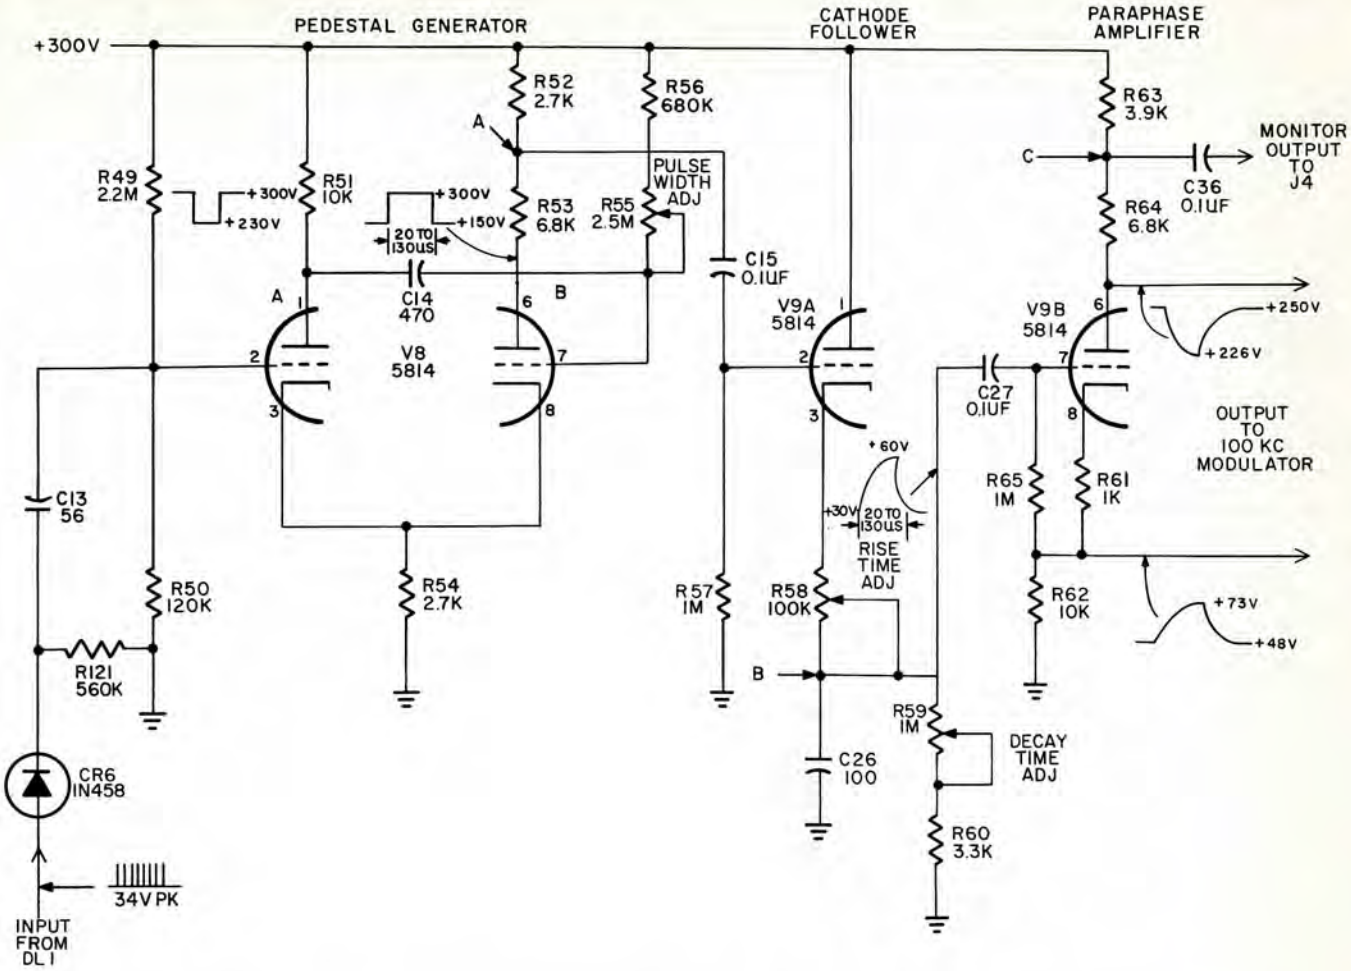

Figure 4-7. Pulse Generator 0-706/FPN-42, Pedestal Generator and Shaper, Simplified Schematic Diagram
a. The delayed transmitter triggers at the output terminal of delay line DL1 are coupled to the grid (pin 2) of pedestal generator V8, through diode CR6 and capacitor C13. Diode CR6 passes only positive triggers to V8. See figure 4-7. Pedestal generator V8 is a monostable multivibrator, similar in design to gate generator V6. The output, a positive rectangular pulse, is taken from point A, the junction of resistors R52 and R53 which make up the plate